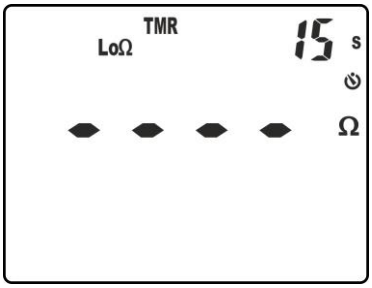

Fig. 30: Configuração do tempo de medida no modo TMR
5. Premir os botões ▼/💡 ou **▲/ZERO** para configurar o tempo de medição (Timer) no intervalo: **1s ÷ 30s**. Notar o valor na parte superior direita do display (ver Fig. 30)